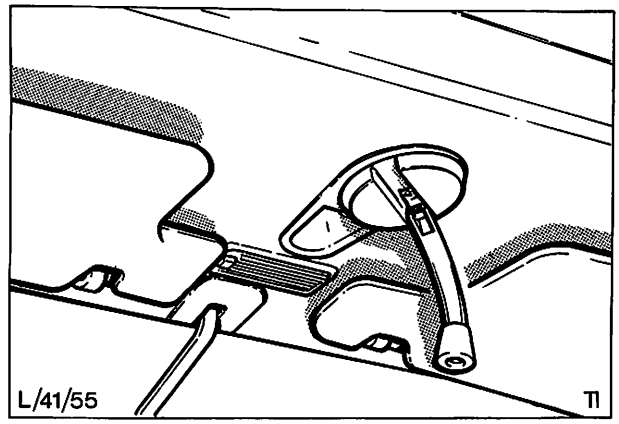

Abb. 21 Kurbel – Stahlkurbeldach
2. Kurbel, Abb. 21, Ritzel, Lager und Abdeckleiste an der Vorderkante der Dachöffnung ausbauen und Himmel vorn in der Mitte der Windschutzscheibe teilweise lösen.